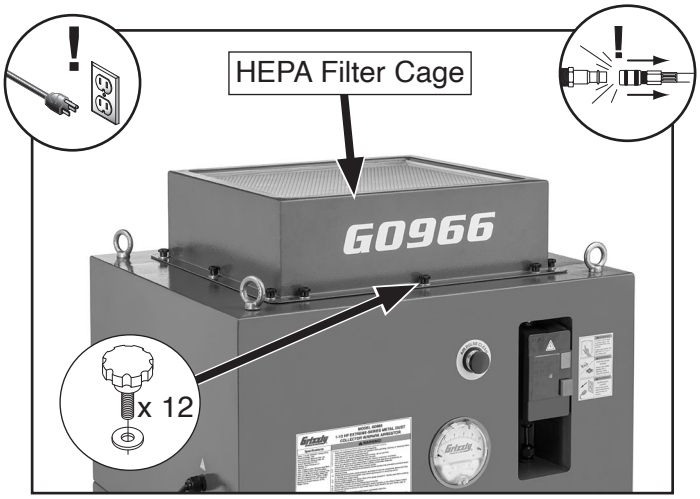

Figure 34. Location of HEPA filter cage knob bolts.
2. Remove (12) knob bolts and flat washers from HEPA filter cage (see **Figure 34**).